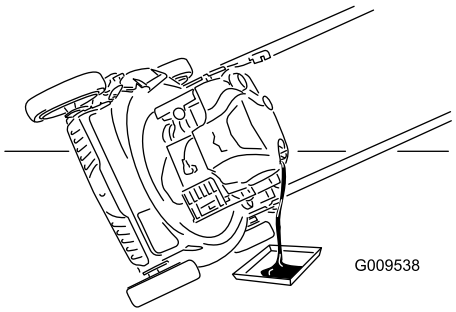

Figuur 29
7. Kantel de machine op zijn kant met de vulbuis omlaag om de gebruikte olie langs de vulbuis te laten uitlopen in een bak (Figuur 29).